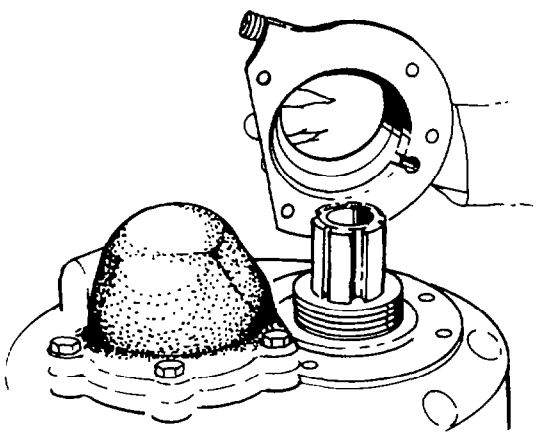

Fig. 217 — Removing Bearing Cover Assembly
c. Remove the front output shaft bearing cover assembly and adjusting shims. Wire the adjusting shims together for use at reassembly (see fig. 217).